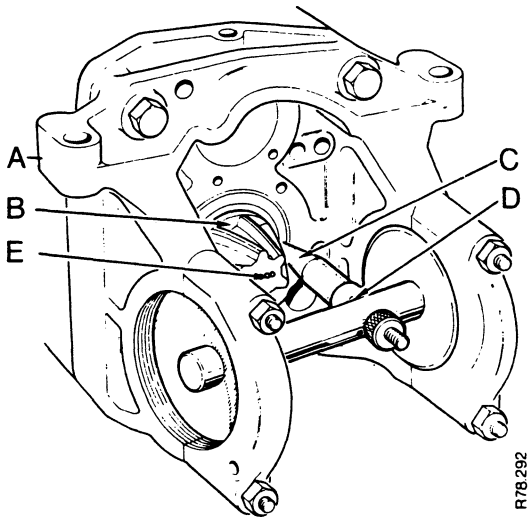

FIGURE 65. CHECKING PINION SETTING
6. Install the tool into the rear end plate of the gearbox as shown in Figure 65.